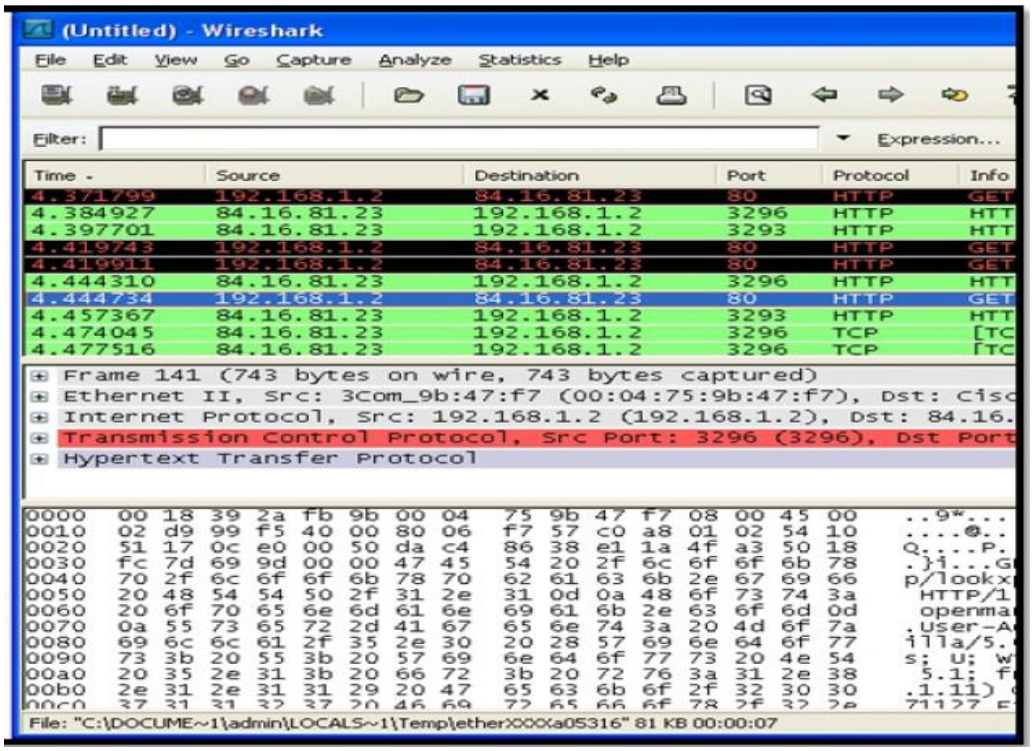

Fig: 9 Wirshark PC
- **Wireshark PC** is an open-source protocol analyser that runs on Windows and Unix platforms**[6]** which is shown in fig 9. Initially known as Ethereal, its principle objective is to analyze and additionally being an outstanding, simple to-utilize application for analysing communications and resolving network problems. Wireshark implements a range of filters to see the operation and maintenance messages near the BTS and BSC interface.